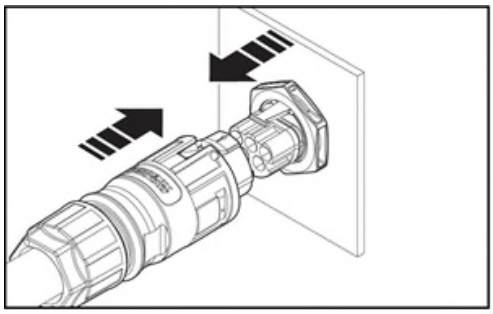

Abb. 18: Steckverbinder verbinden
- Ziehen sie die Kabelverschraubung mit einem Maulschlüssel [W_30/ 6,5 Nm] fest (: Zusammenstecken Abb. 18).